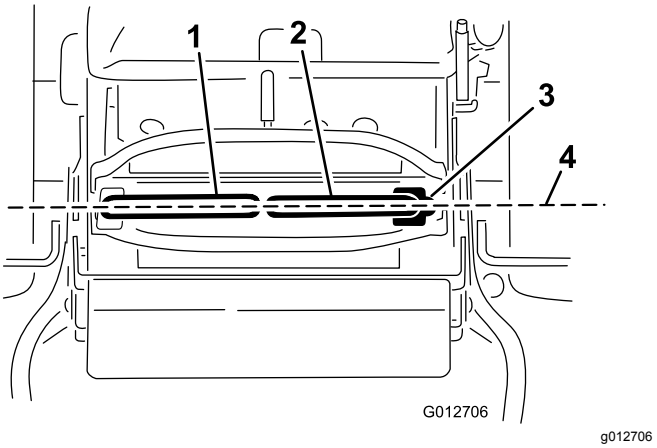

Figur 69
Vigtigt: **Kontroller, at sporingen er korrekt efter justering af bevægelseshåndtagene (Figur 69).**
1. Når den vandrette justering er gennemført, skal justeringen for til bag kontrolleres ved at skubbe bevægelseshåndtagene en smule fremad for at opfange evt. slæk i bevægelseshåndtagenes ledforbindelser (Figur 69).